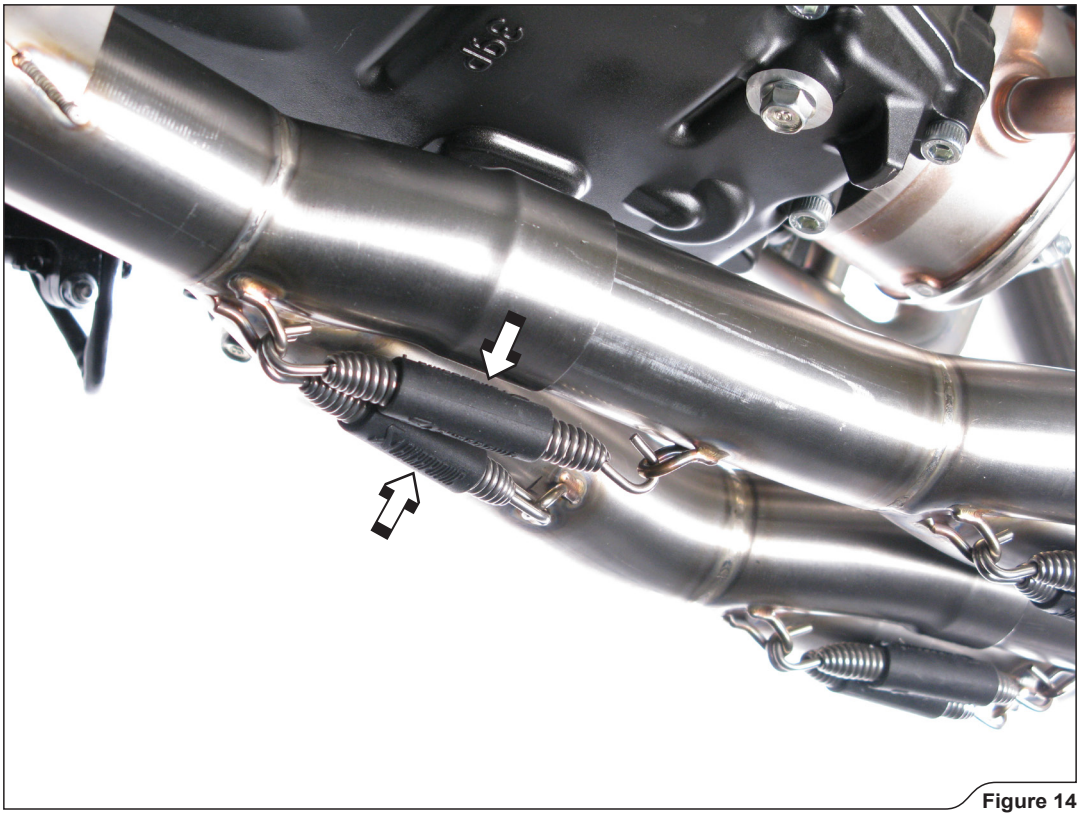

Figure 14
6. **For Akrapovič Racing only:** slide the link pipe onto the collectors and attach the springs **(Figure 14).**